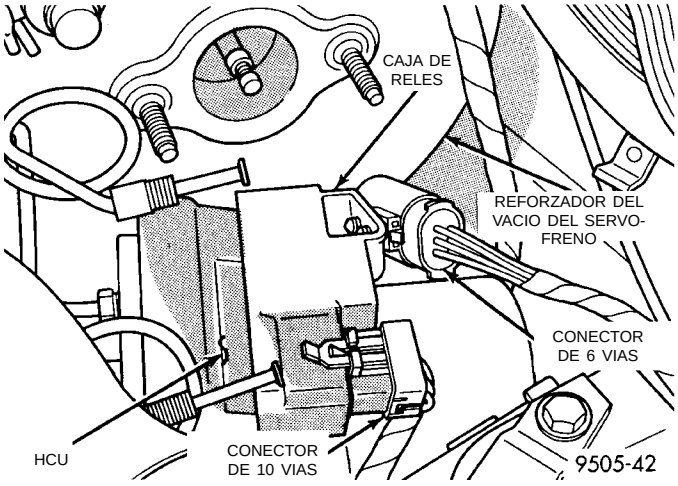

Fig. 15 Conexiones eléctricas a la HCU y la caja de relés
(6) Deslice el conjunto del cilindro maestro firmemente hacia afuera, alejándolo de la unidad del reforzador del servofreno.
(7) Desconecte el conector de 6 vías del mazo de cableado de la HCU y el conector de 10 vías de la caja de relés situada en la HCU (Fig. 15).
(9) Instale los conectores del mazo de cableado del vehículo en los conectores de 10 vías y de 6 vías, situados en la caja de relés de la HCU (Fig. 15).